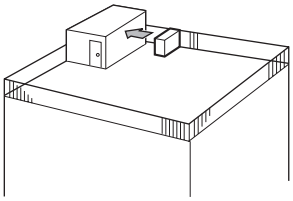

Fig. 2-2
① Face the air outlet towards the nearest available wall about 20" (500 mm) away from the wall. (Fig. 2-2)